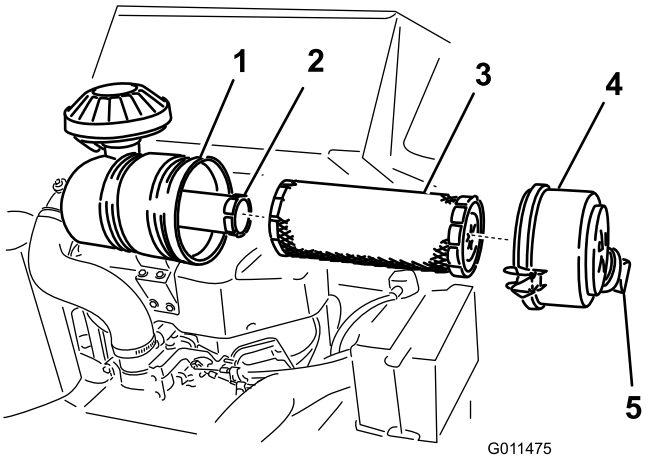

Figur 34
3. Lossa spärrhakarna på luftrenaren och dra av luftrenarkåpan från luftrenarhuset (Figur 34).
1. Dra försiktigt ut huvudfiltret ur luftrenarhuset (Figur 34). Undvik att knacka filtret mot sidan på luftrenarhuset.
4. Om du byter ut säkerhetsfiltret ska du försiktigt skjuta in det nya filtret i filterhuset (Figur 34).
5. Skjut försiktigt in huvudfiltret över säkerhetsfiltret (Figur 34). Kontrollera att det sitter ordentligt genom att trycka på filtrets yttre kant medan du monterar det.
6. Montera luftrenarkåpan med dammkåpan i den riktning som visas i Figur 34 och fäst spärrhakarna.